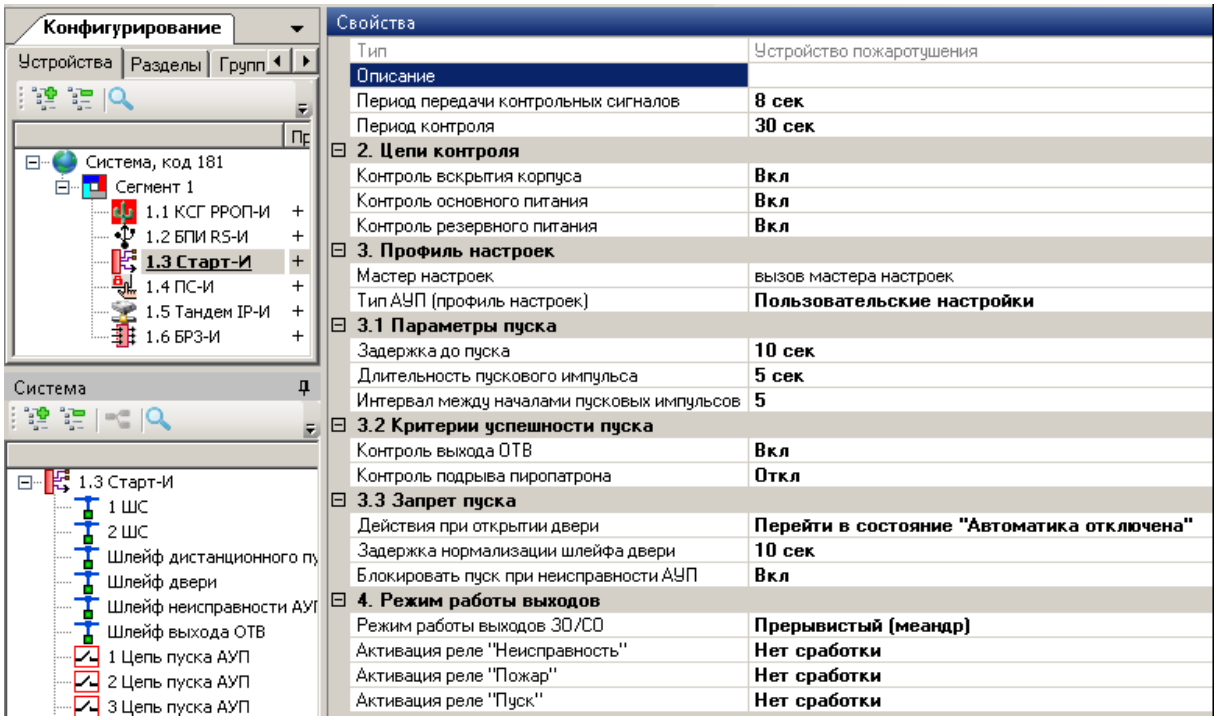

Рис. 32
2.2.1. Для изменения опций конфигурирования Старт-И стандартными средствами ПО "Стрелец-Мастер" необходимо выделить его в дереве устройств (вкладка "Устройства"). В окне "Свойства" отображается список параметров конфигурирования Старт-И (рис. 32).